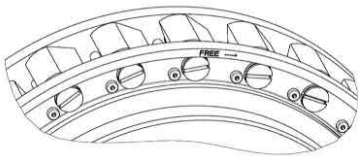

Figure 5: Clamp bodies “neutral position“
- Lift the inner race (2) including the cage (8) out of the outer race (1). Use appropriate lifting gear at the threaded hole of the inner race for this
- Place the inner race (2) including the cage (8) facing downwards the label "FREE" on an assembly table
- Secure (see Fig. 5 and 6) the clamp bodies in lift-off position (against the spring force) using an O-ring / cable connector as an assembly aid
- Insert the inner race (2) with cage (8) into the outer race (1) until half of the clamp body is covered
- Mount the cage (8) on the inner race (2) and secure it axially using circlips (4)